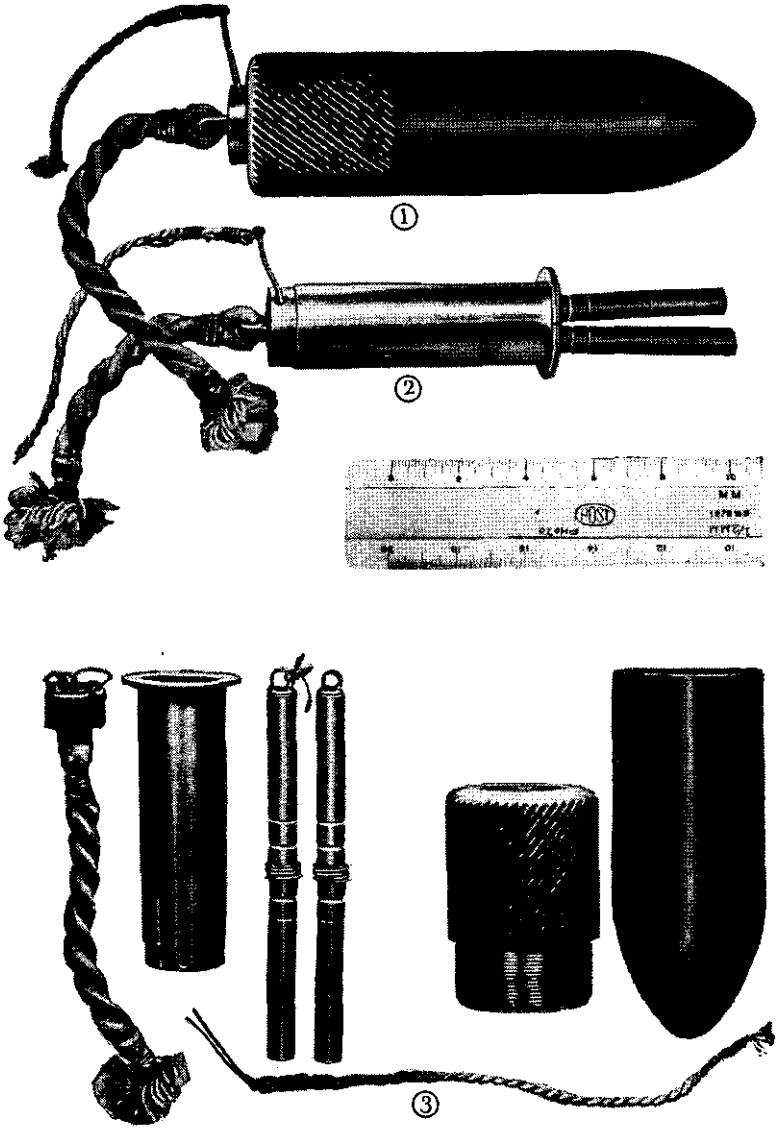

Figure 36.—Fuze used in bangalore torpedo. (The fuze is shown ① assembled for shipment, ② assembled for insertion in pipe, and ③ disassembled.)
(1) *General.*—The fuze of the Bangalore torpedo (fig. 36) is shipped separately. It comprises a cylinder flanged at one end, with two delay tubes projecting beyond the flange, and a braided cord projecting from the other end (fig. 36 ②). For shipment, the delay tubes are covered by a cylinder closed to a point at one end. An open-ended cylinder having spiraled grooves on its surface (fig. 36 ③) is screwed into the pointed cylinder, the end of the fuze with the braided cord projecting through the open-ended cylinder as
shown in figure 36 ①. The pipe containing the explosive is capped at both ends, the caps being removed when the torpedo is made ready for use.